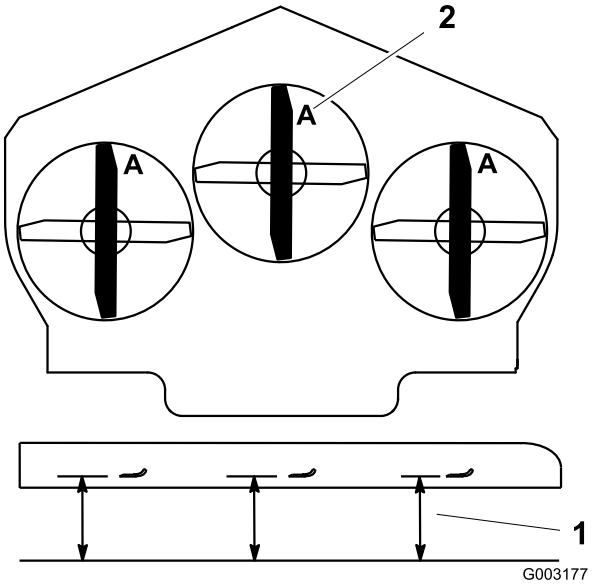

Figuur 83
3. Draai de messen totdat de uiteinden in de lengterichting liggen (Figuur 83). Meet de afstand tussen een horizontaal oppervlak en de snijrand, stand **A**, van de messen (Figuur 83). Noteer deze afstand.